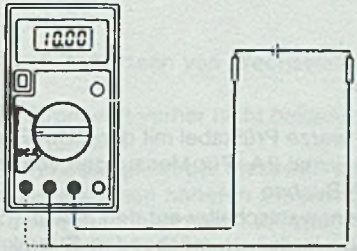

Fig. 5-3 Messen von Gleichstrom
2. Stellen Sie den Funktionswahlschalter auf den gewünschten DCA-Bereich und legen Sie die Prüfspitzen in Reihe in den zu messenden Stromkreis (siehe Fig. 5-3).